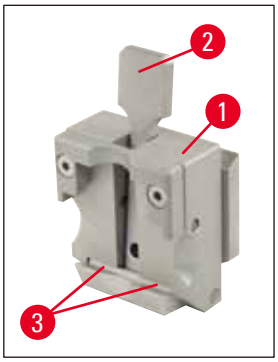

图 41
- 样品夹锁杆的柄 (→ 图 41-3) (参见 (→ 图 41))。